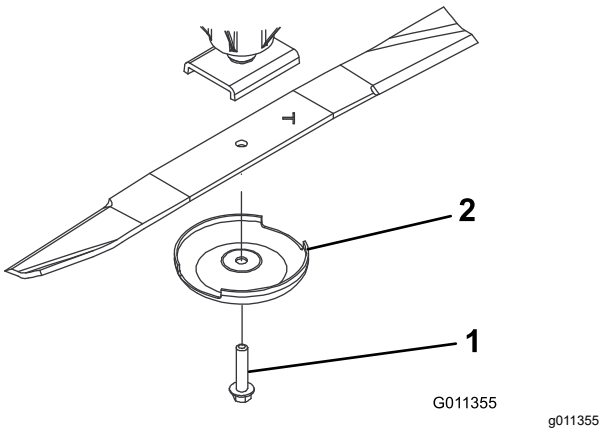

Figura 73
3. Togliete il bullone, la coppa antistrappo e la lama dall'asse del perno (Figura 73).